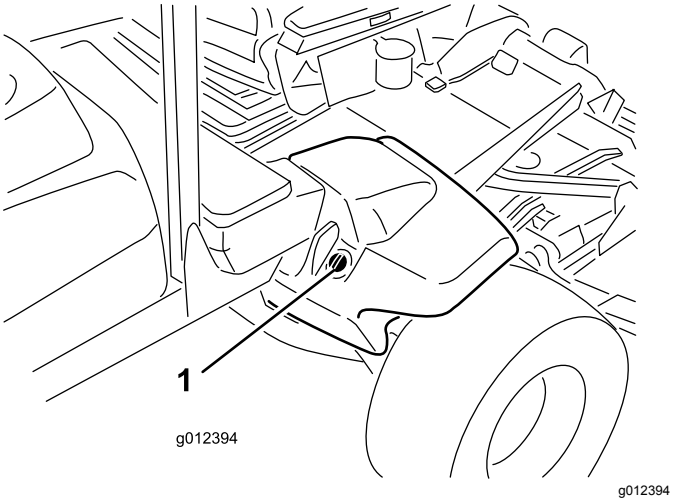

Figuur 17
2. Reinig de omgeving van de vulbuis en de dop van de hydraulische tank (Figuur 17). Verwijder de dop van de vulbuis.